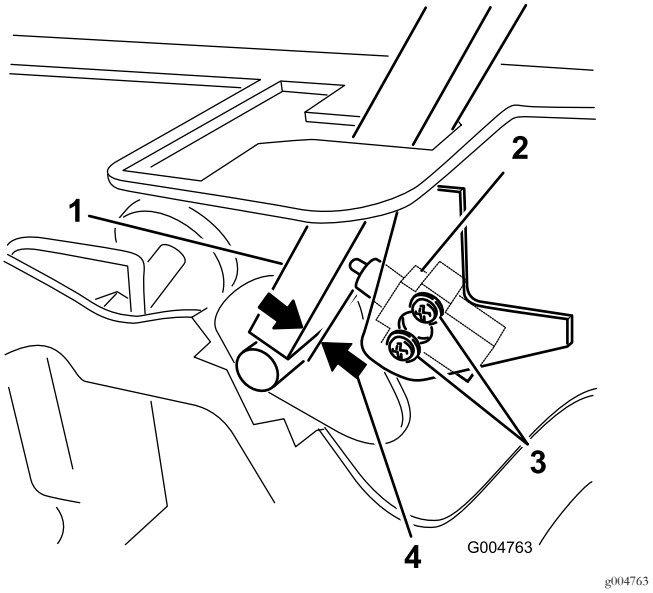

Figur 52
3. Løsne de to skruene som fester sperrebryteren (Figur 52).
4. Mens du holder kontrollspaken mot rammen, flytt bryteren mot spaken til avstanden mellom spaken og bryterhuset er 0,4 til 1 mm, som vist i Figur 52.